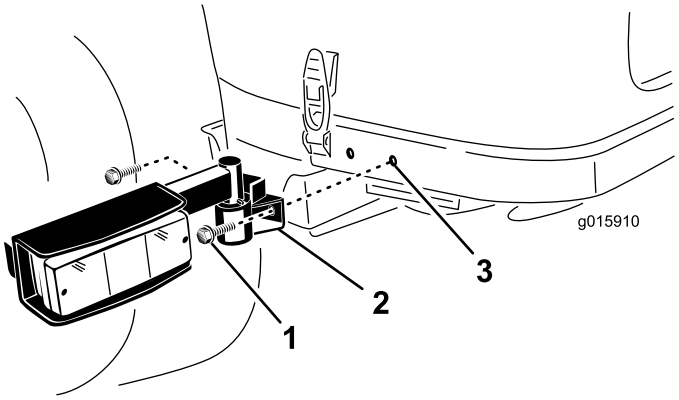

Figure 9
1. En utilisant les trous à l'arrière des verrous du capot, fixez un bloc optique de chaque côté du cadre arrière avec (2) vis à tête à embase 3/8 x 3/4" (Figure 9). Si le cadre arrière ne comporte pas de trous de fixation, passez à l'opération suivante.